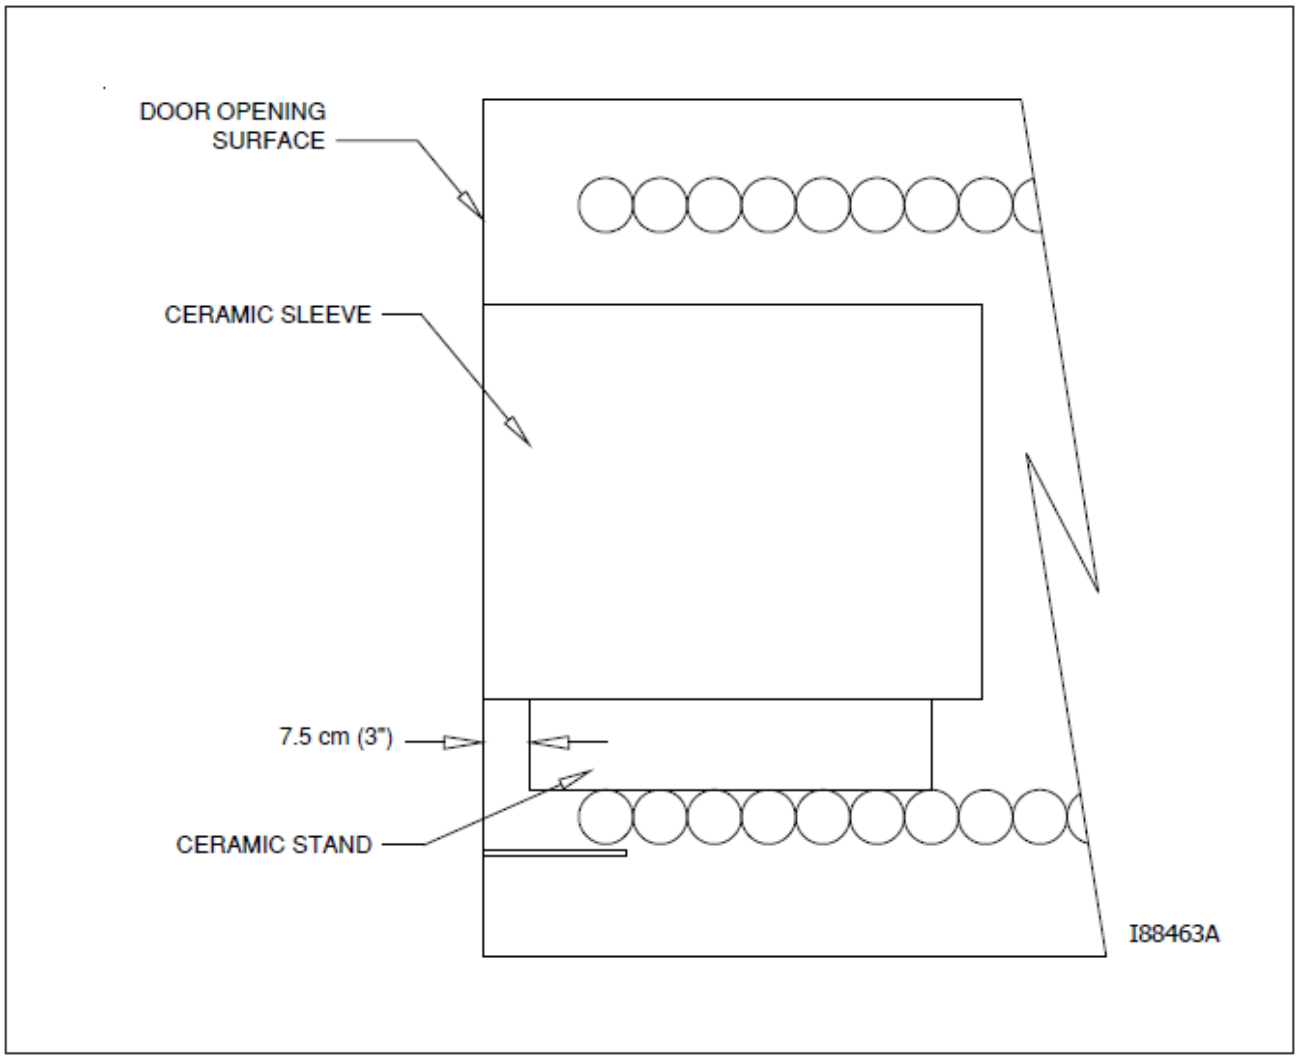

Figure 3F – Positioning of the Ceramic Stand and Ceramic Sleeve
1. Refer to Figures 3F and 3G.
3. Install the stand for the ceramic sleeve as detailed in Figure 3F. Position the stand on the coils approximately 3" in from the door opening.
5. Tighten the four (4) nuts and washers in a crisscross pattern until all are snug.